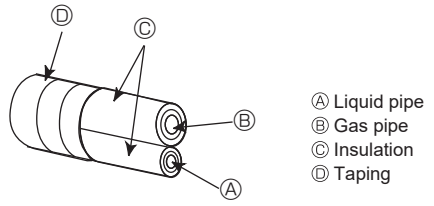

Fig. 4-6
4.3. Connecting pipes (Fig. 4-6) (Fig. 4-7)